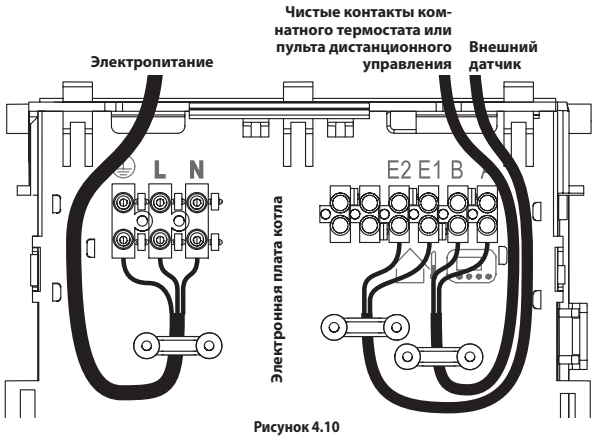

Рисунок 4.10
- Подсоедините токопроводящий кабель к всеполюсному выключателю, соблюдая соответствие линии (коричневый провод) и нейтрали (голубой провод) (Рисунок 4.10).
Чтобы подсоединить комнатный термостат, используйте клеммные колодки (Рисунок 4.10).
Электропровода комнатного термостата необходимо вставить между зажимами A и B Рисунок 4.10.